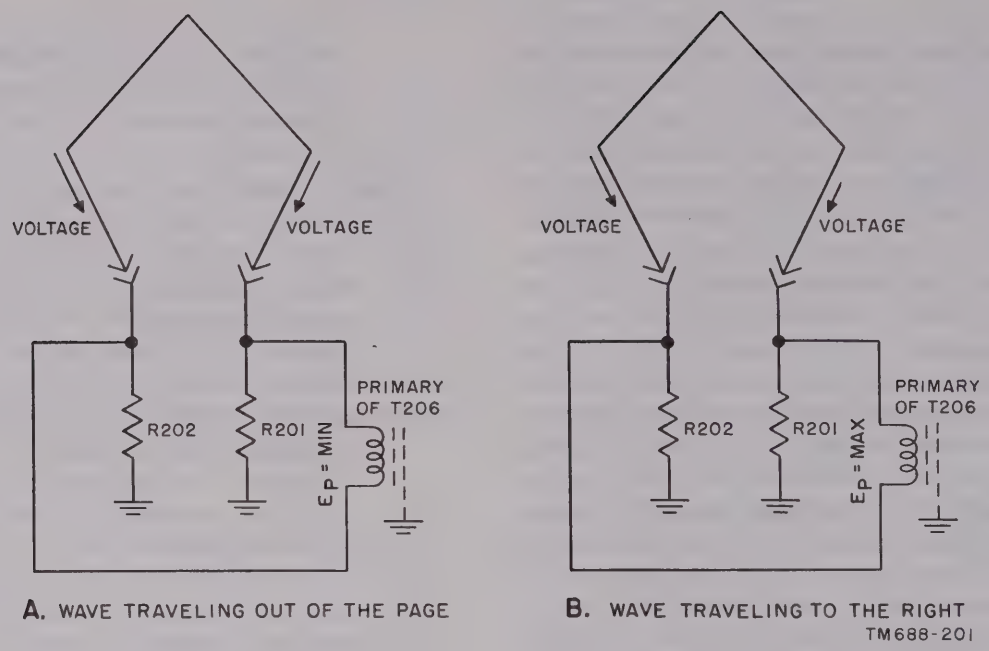
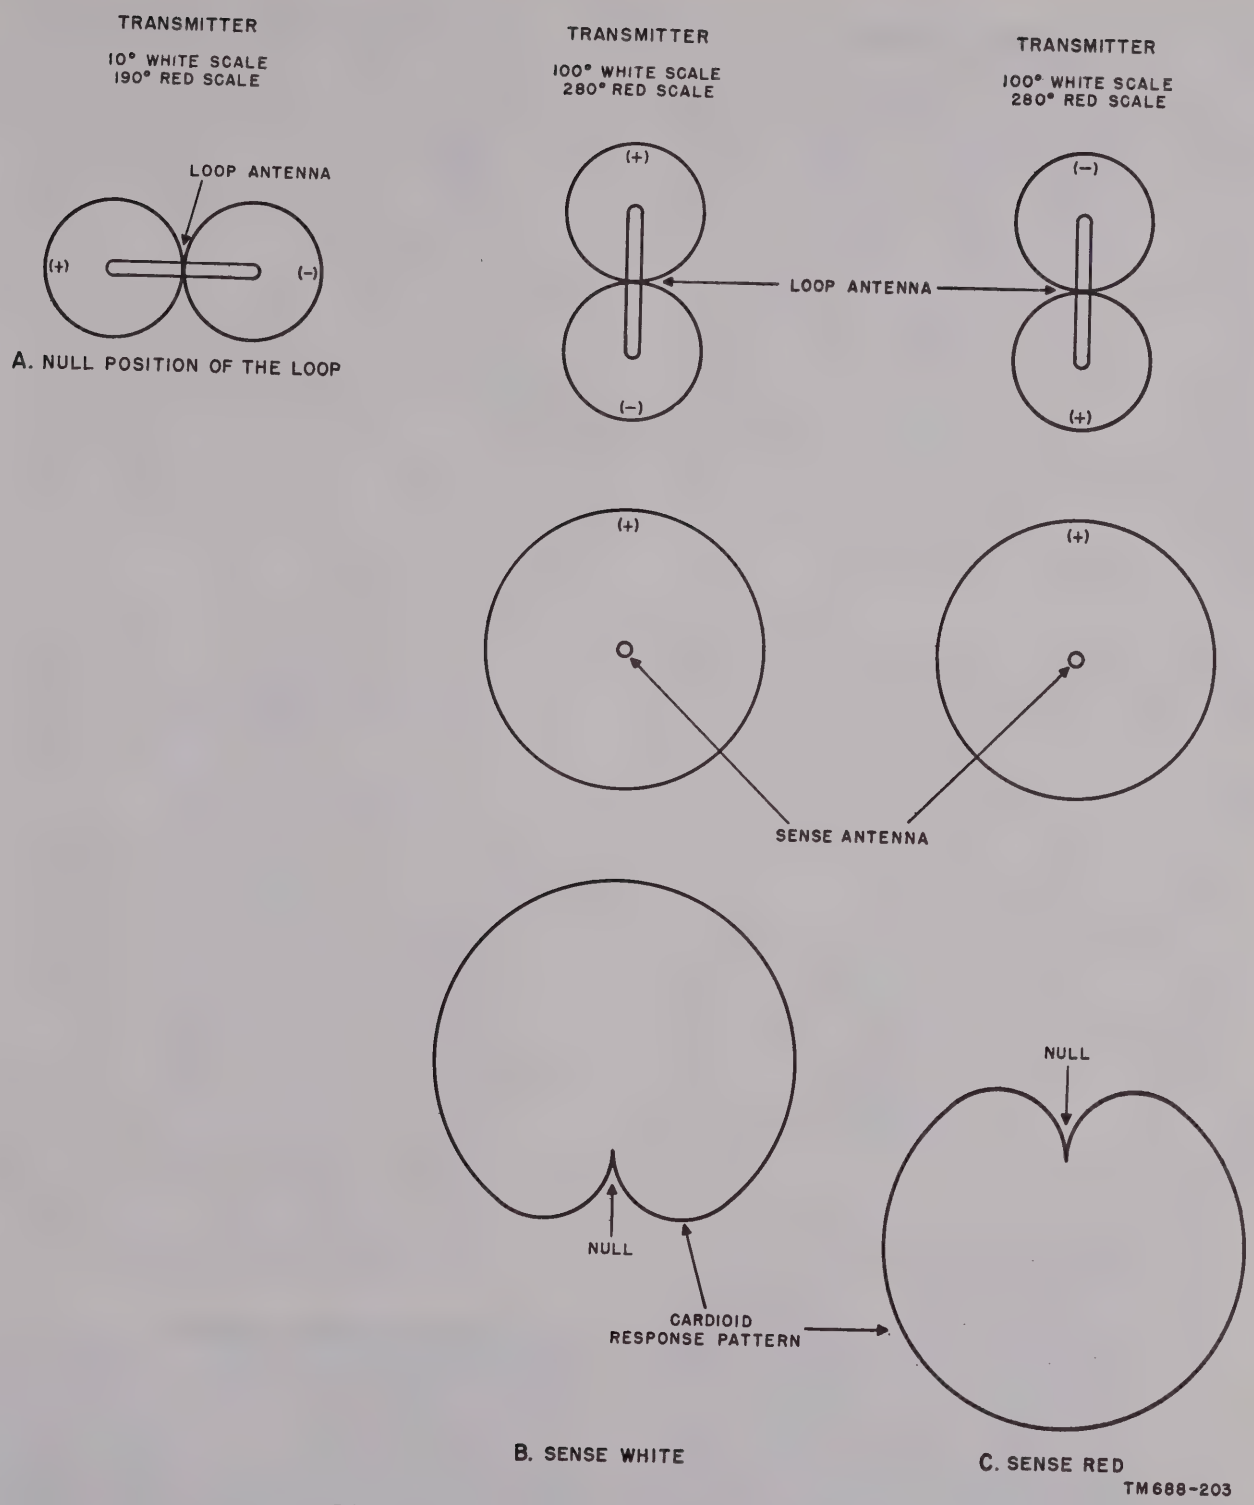

Figure 60. Radio-frequency wave intercepting single-loop antenna.
Figure 67. Sensing using the single-loop antenna.
(1) When the plane of the loop is parallel to a vertically polarized wave front (perpendicular to the direction of wave travel), the wave front will reach the sides of the loop at the same time (A, fig. 60). The voltages induced in the sides will be equal in amplitude and of the same phase. The two equal amplitude voltages of the same polarity developed across R201 and R202 are applied to the opposite ends of the primary of coupling transformer T206. Therefore, there is minimum current flow through the primary which results in minimum output called a null.
(2) When the plane of the loop is perpendicular to a vertically polarized wave front (parallel to the direction of wave travel), the wave front will arrive at the sides of the loop at different times (B, fig. 60). There will be a difference, therefore, in the phase of the voltages induced in the two sides. There will be a phase difference between the voltages developed across R201 and R202. The voltage across
b. The handwheel is rotated until a null is obtained (A, fig. 67) and the bearing is noted on the white scale (10°). The handwheel is rotated approximately 90° in the direction of an increasing azimuth reading on the white scale (100°), and the sense switch on the rf amplifier is pressed to the sense white position. In the sense white position of the sense switch, the output from the sense antenna is combined with the output from the single-loop antenna and the position of the resultant cardioid pattern is as shown in B, figure 67. In the sense white position, the null of the cardioid pattern is away from the transmitter. Therefore, the output from the loudspeaker will be maximum. When the sense switch is pressed to the sense red position (C, fig. 67), the connections from
the single-loop antenna to coupling transformer T206 (fig. 60) are reversed and the phase of the lobes of the figure-eight response pattern are reversed. The output from the single-loop antenna is again combined with the output from the sense antenna and the resulting cardioid pattern assumes the position shown in C, figure 67. When the sense switch is in the sense red position, the null of the cardioid pattern is in the direction of the transmitter and the loudspeaker output will be minimum. The posi-
c. If the loop had been rotated 180° from the position shown in A, figure 67, a null would have been obtained at readings of 10° on the red scale and 190° on the white scale. The sensing procedure, however, would have indicated a reading on the white scale and the same direct bearing would have been indicated. Regardless of the position of the loop when the null is obtained, the sensing procedure indicates on which scale the direct bearing is indicated.